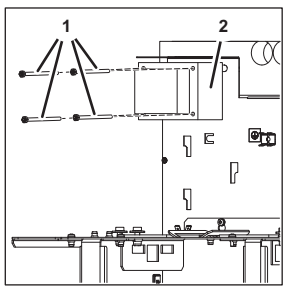

Fig. 103
2. Remove the fastening bolts (Fig. 103/1) from the transformer (Fig. 103/2).
3. Remove the transformer (Fig. 103/2).
4. Position the new transformer (Fig. 103/2) within the unit.